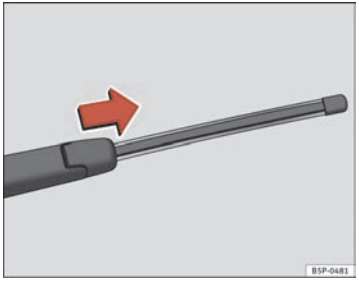

Fig. 150 Remove rear window wiper blade
– Lift the wiper arm away from the glass ⇒ fig. 150.
– Slide the blade adapter in the direction of the arrow and remove the blade ⇒ fig. 150.